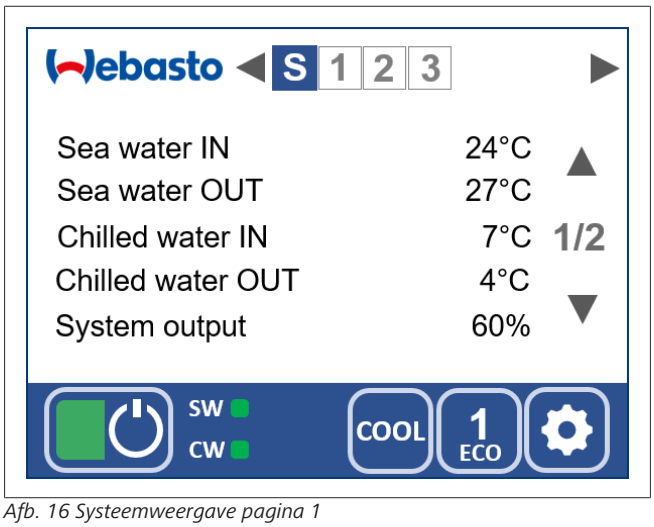

Afb. 16 Systeemweergave pagina 1
Met de pijltjestoetsen in de bovenste statusbalk (Afb. 16, pos.2) kan de weergave worden gewisseld.